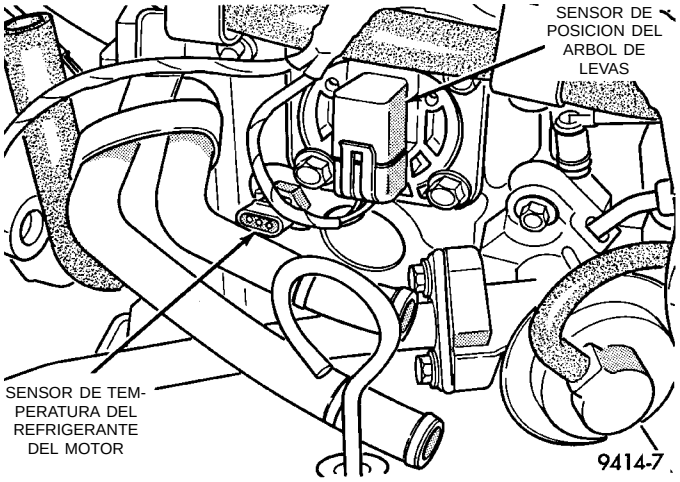

Fig. 15 Sensor de temperatura del refrigerante del motor
(1) Desconecte el sensor de temperatura del refrigerante (Fig. 15).
(2) Gire el interruptor de encendido a la posición ON. El indicador de temperatura debería estar en su posición inferior. Gire el interruptor de encendido a la posición OFF.
(3) Conecte a masa la Espiga 3 del conector del conjunto de transmisor del indicador de temperatura. Consulte el Grupo 8W, Diagramas de cableado. Gire el interruptor de encendido a la posición ON. El indicador de temperatura debería estar en su posición superior. Después de apagarse la luz de cinturón de seguridad, debería sonar el timbre del grupo de instrumentos durante aproximadamente ocho segundos.